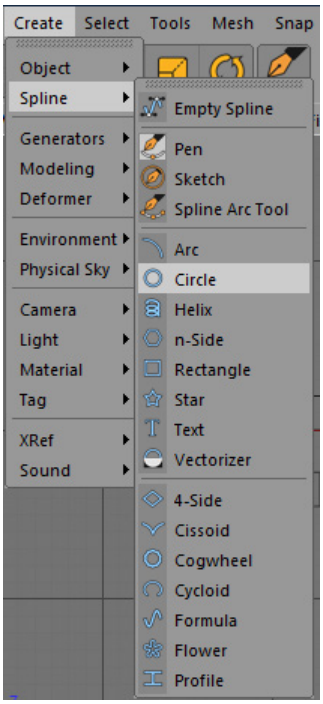

Figure 2-21 *Choosing* ***Circle*** *from the main menu*
6. Press F2; the Top viewport is maximized. Next, choose **Create > Spline** from the main menu; a cascading menu is displayed. Choose **Circle** from it, as shown in Figure 2-21; a circle is created in the Top viewport and *Circle* is added to the Object Manager.